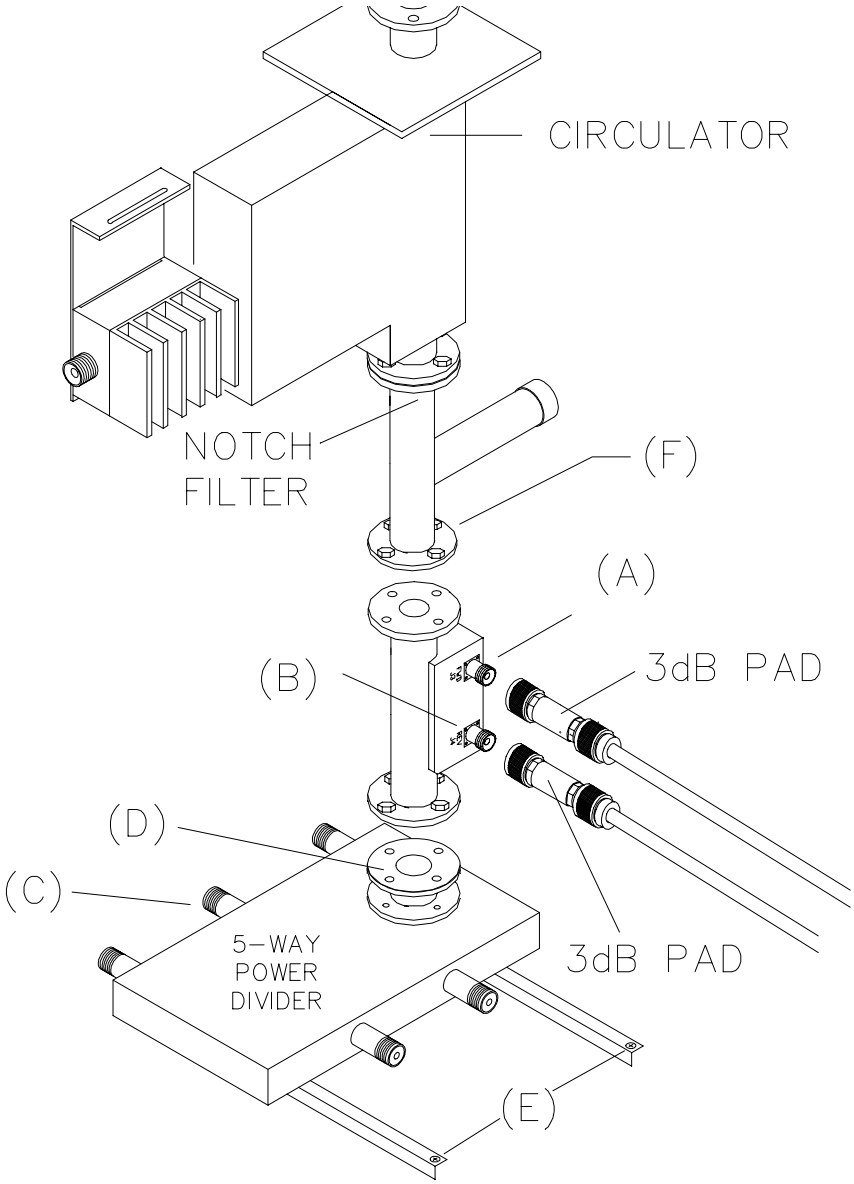

Figure 5-13 Directional Coupler Replacement
3. Unscrew the type "N" connectors from the forward and reflected power ports on the Directional Coupler [points (A) & (B) in Figure 5-13] and disconnect the 3-dB pads.
4. Disconnect the five Power Feed Cables from the 5-Way Power Divider [point (C) in Figure 5-13].
5. Remove the four bolts that fasten the Directional Coupler to the 5-Way Power Divider [point (D) in Figure 5-13].
6. Remove the four bolts that attach the 5-Way Power Divider support rails to the BSU Cabinet rails [point (E) Figure 5-13]. Support the 5-Way Power Divider from
7. Remove the four mounting bolts attaching the Directional Coupler to the Notch Filter [point (F) Figure 5-13].
10. Attach the replacement Directional Coupler to the Notch Filter and verify that the center conductor and nylon spacer are properly seated in the flange [point (F) of Figure 5-13]. Install and tighten the four flange mounting bolts [point (F) Figure 5-13].
11. Attach the 5-way Power Divider to the Directional Coupler, verify that the center conductor and nylon spacer are properly seated in the flange [point (D) of Figure 5-13]. Install and tighten the four flange mounting bolts.
12. Attach the 5-Way Power Divider support rails to the BSU rack rails [point (E) Figure 5-13].
13. Connect the five Power Feed Cables to the 5-Way Power Divider [point (C) in Figure 5-13]. **Make sure the Power Feed Cables are re-connected to the same ports of the 5-Way Power Divider that they were removed from!**